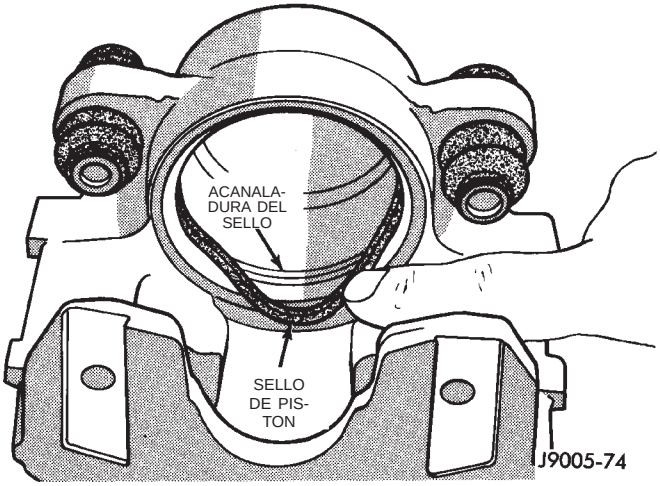

Fig. 51 Instalación del sello de pistón
(4) Instale el nuevo sello de pistón en la acanaladura correspondiente oprimiendo con el dedo (Fig. 51).